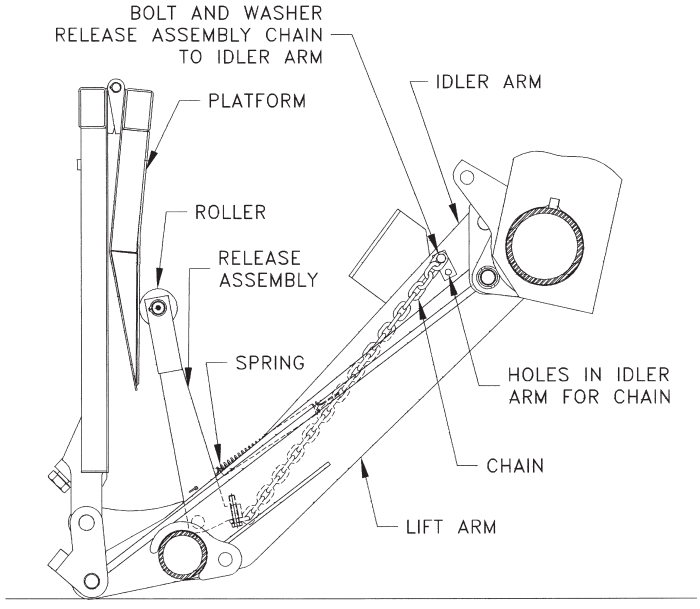

Fig. 16
Step 20 Lower platform to the ground and place in a vertical position. Pull chain tight so the roller makes contact with the extension. Attach chain link in this position with the .44" hardware provided. Cut off excess chain. See figure 16.